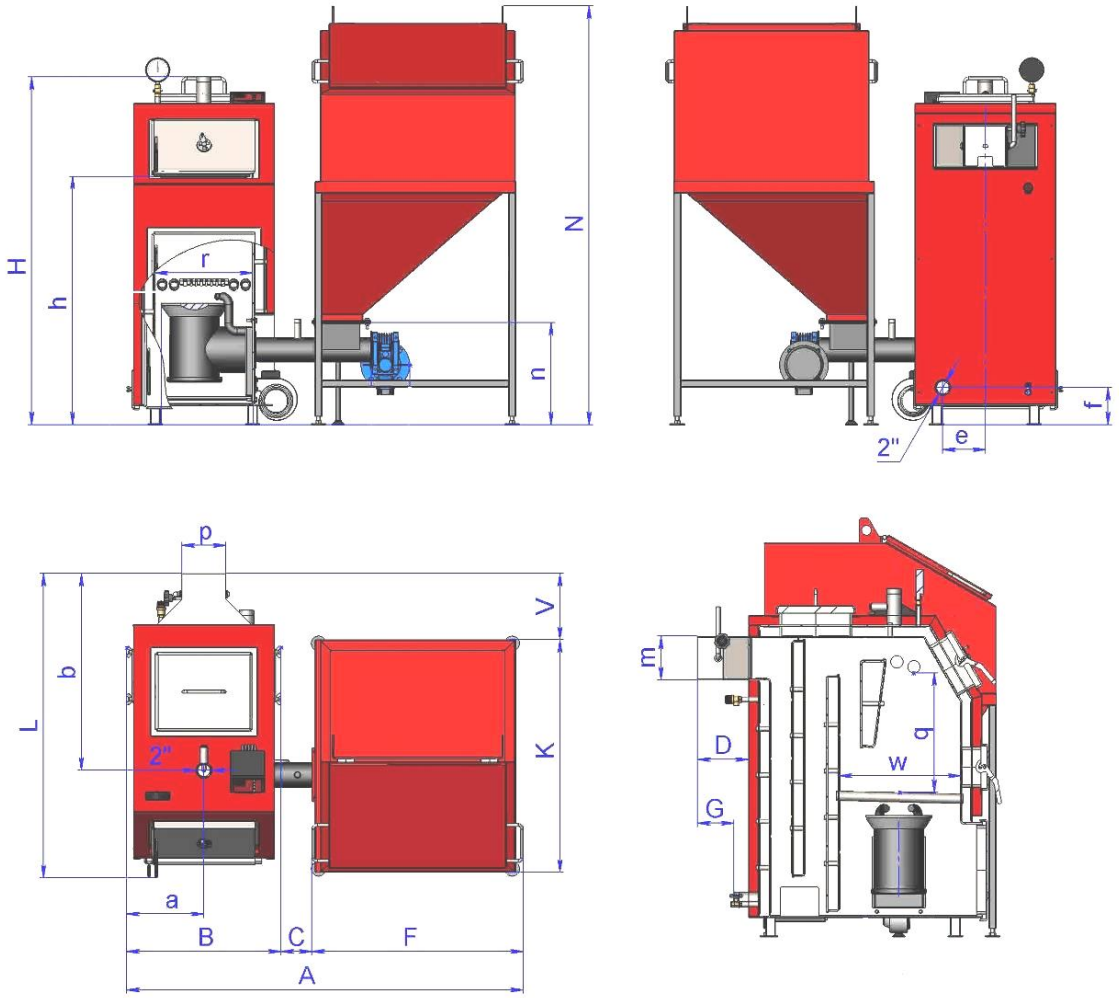

Рис.2 Габаритні та приєднувальні розміри котлів модельного ряду «Ретра-4М»
3.3 Габаритні та приєднувальні розміри котлів модельного ряду «Ретра-4М» (пелетні) див. Рис.2 та таблиця 2.